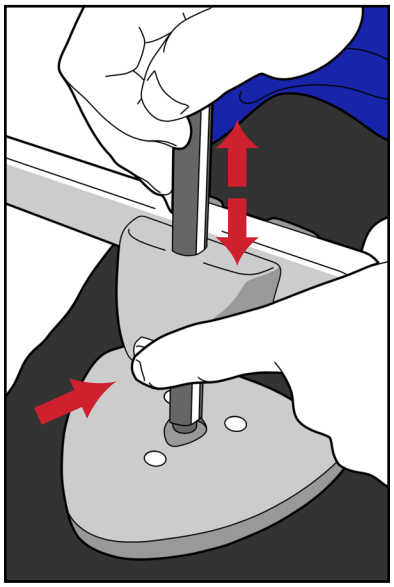

Figure 12
2. Une fois le patient en position, enfoncer le bouton de déverrouillage et pousser le manche vers le bas pour abaisser la palette de compression dans le diaphragme du patient. (Figure 12)